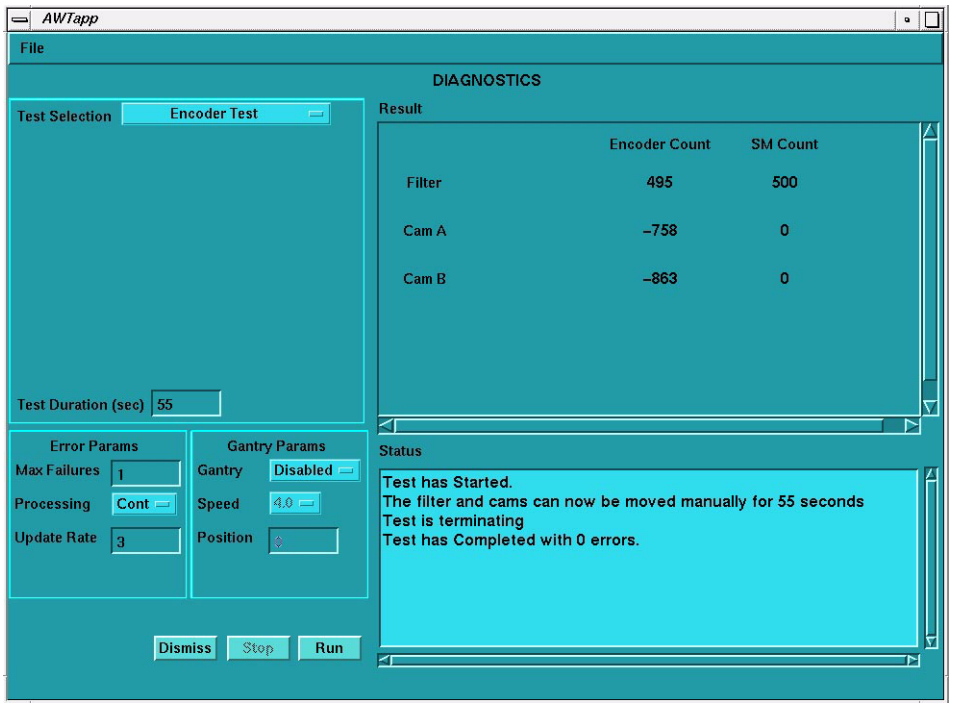

Figure 9-26 Collimator CAM A/B Manual Encoder Test
6.) Exercise the CAM A/B encoders and verify no test failures. Reference Figure 9-26.